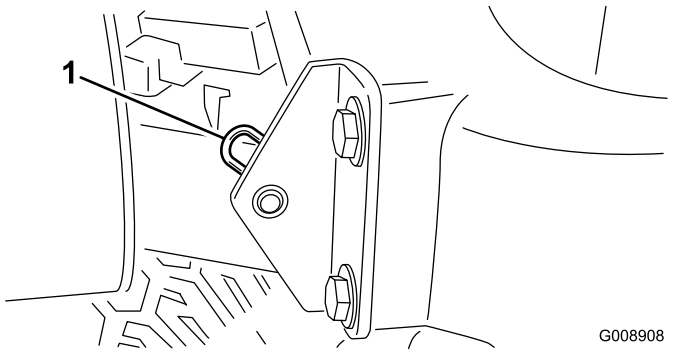

Figur 46
2. Ta bort saxpinnen som fäster motorhuvstappen vid fästskivorna (Figur 46).